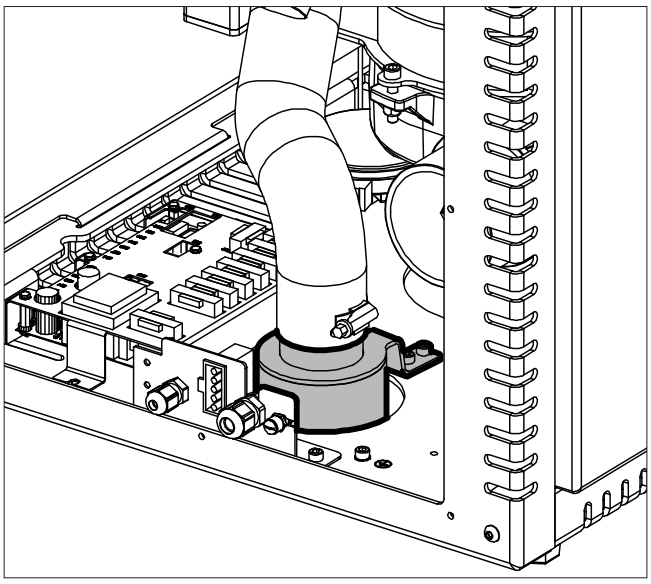

Fig. 4
- Verbrennungsluftstutzen an Bodenblech anschrauben (Fig.4).